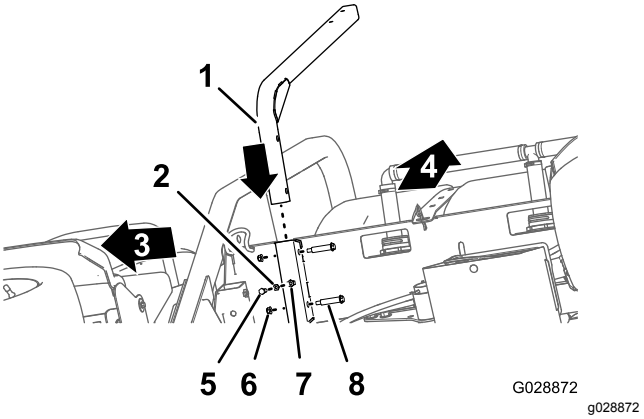

Figur 35
1. Innrett støtterøret til ferskvannstanken med tankstøttekanalen (Figur 35).
2. Innrett hullene i støtterøret med hullene i kanalen (Figur 35).
3. Fest røret til kanalen (Figur 35) med de to skulderboltene og de to låsemutrene (⅜ tomme).
4. Gjeng låsemutteren (⅜ tomme) inn i bolten (⅜ x 1 tomme). Se Figur 35.
5. Gjeng bolten og låsemutteren inn i sveisemutteren nederst på tankstøttekanalen og trekk til bolten og låsemutteren (Figur 35).